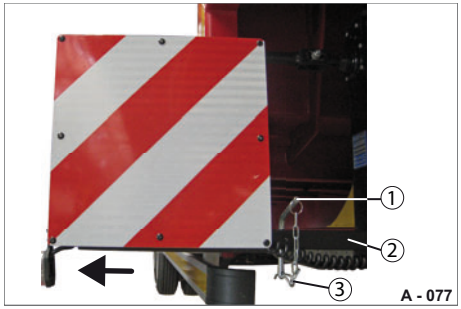

Abb. 93 Warntafel ausgezogen
- ▶ Ziehen Sie den Federstecker (Abb. 93/3) heraus.
- ▶ Ziehen Sie den Steckbolzen (Abb. 93/1) heraus.
- ▶ Ziehen Sie das Gestänge (Abb. 93/2) mit Warntafel soweit wie erforderlich heraus.